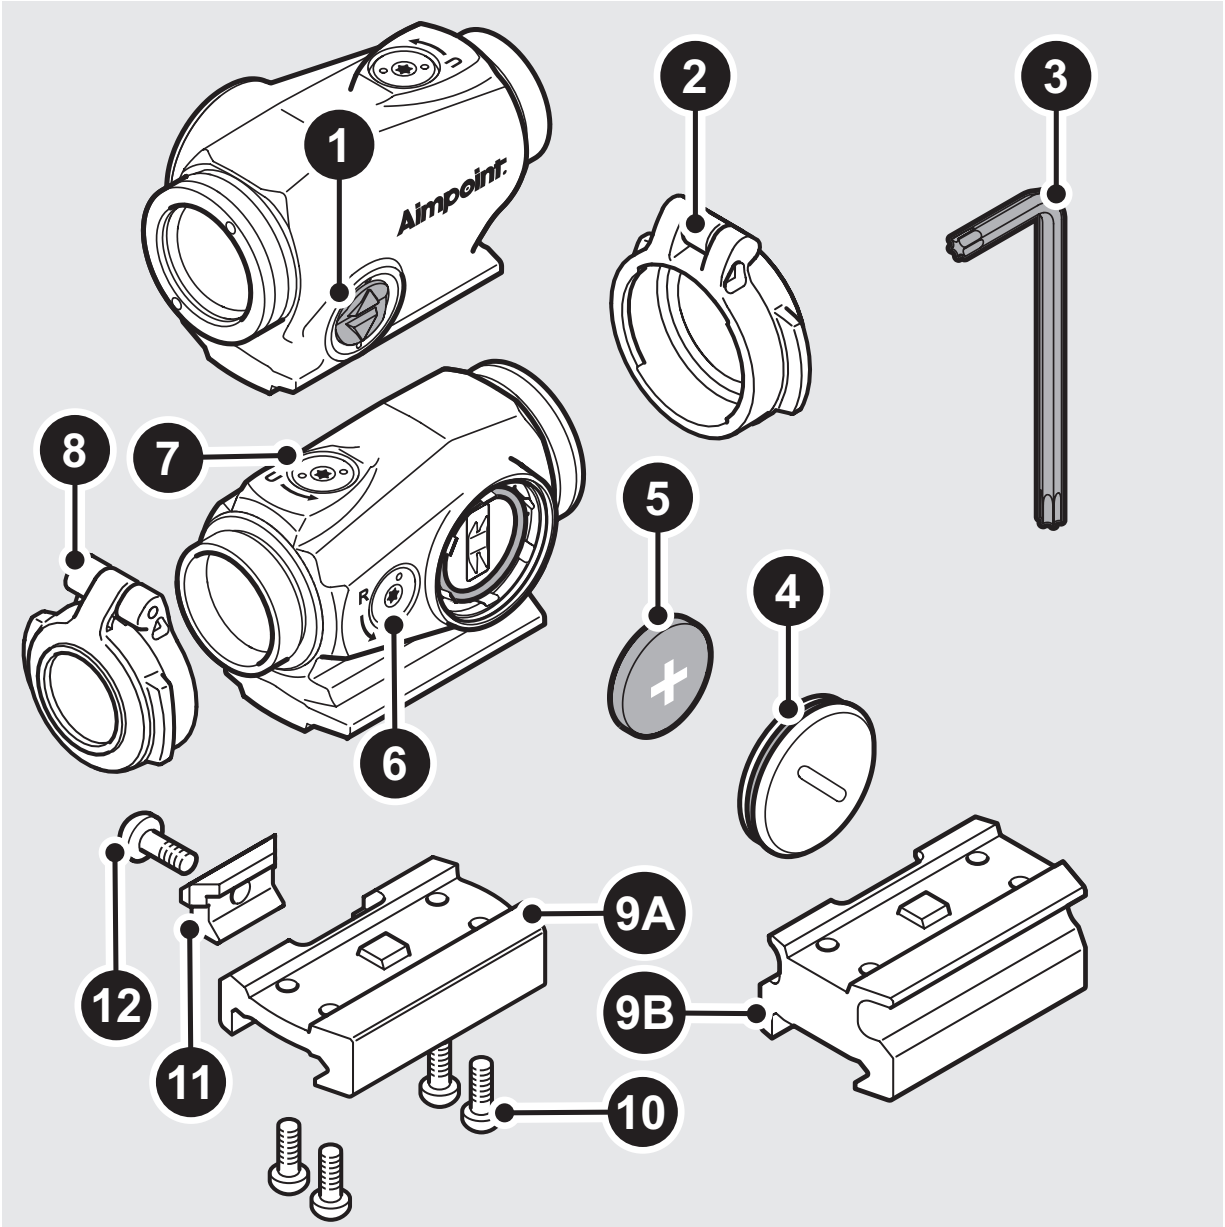

Fig. 1 Vue d’ensemble
c Introduire la pile (5) en orientant le pôle positif (+) vers le couvercle (4) comme illustré sur la Fig. 1.